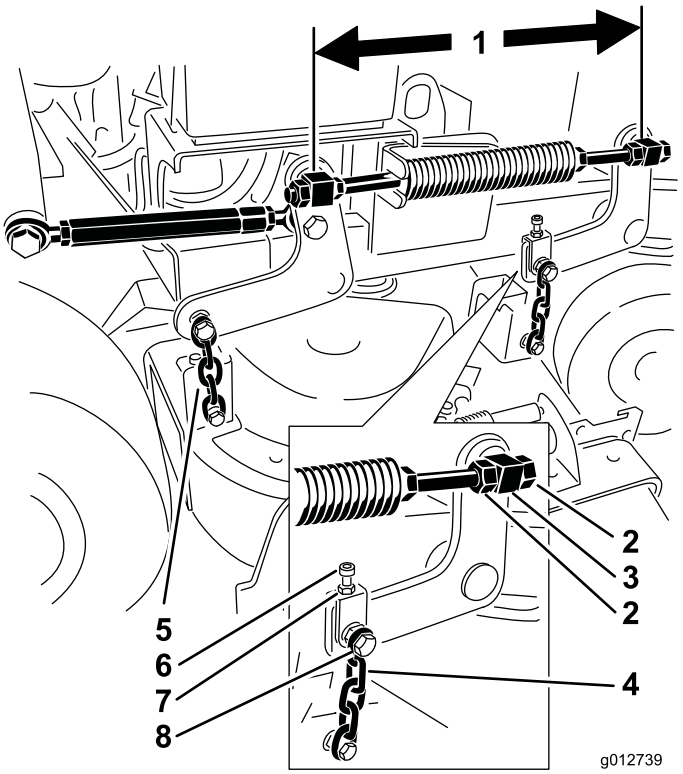

Figur 82
6. Kontrollera avståndet mellan lekarna. Mät i mitten av lekarna (längden från mitt till mitt) på den gängade stången. Avståndet ska vara 49,5 cm för klippardäck på 91 cm och 43,7 cm för klippardäck på 102 cm (Figur 82).
9. Använd kontramuttrarna på den främre lekaren för att justera längden mellan den främre och den bakre lekaren på den sidan (Figur 82).
11. Använd justerskruven för att få samma spänning på båda de främre kedjorna (Figur 82).
5. Lossa muttern på den övre kedjans bult och kontramuttern på justerskruven (Figur 82).
6. Använd justerskruven för att se till att höjden är 6 till 10 mm lägre framme vid **A** än bak vid **B** (Figur 82).